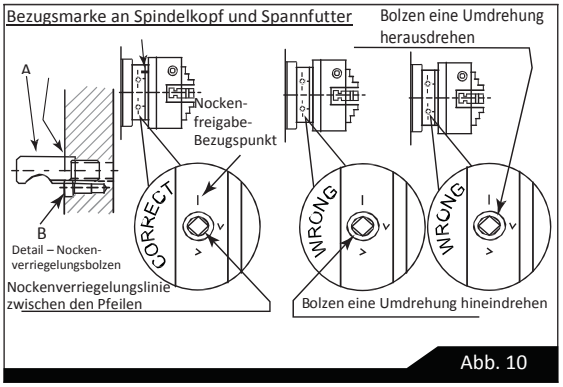

Abb. 10
Beim Anbringen von Spannfuttern oder der Planscheibe zunächst sicherstellen, dass Spindel- und Futterkegel gründlich gesäubert wurden und dass alle Nocken in den korrekten Positionen arretiert sind; siehe die Abbildung. Es ist u.U. erforderlich, beim Anbringen eines neuen Spannfutters die Verriegelungsnockenbolzen (a) auszuwechseln. Dazu die Arretierschrauben (B) entfernen und die Bolzen so justieren, dass der Ring (C) mit den eingeprägten Marken bündig mit der Rückseite des Spannfutters ausgerichtet ist, d.h. mit dem Schlitz auf das Loch für die Arretierschraube ausgerichtet (siehe Abb. 10.)